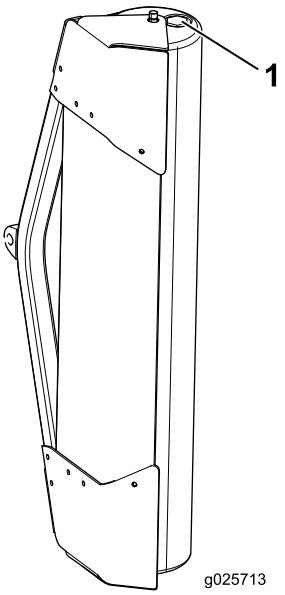

Figure 3
6. À l'aide d'un tournevis à lame plate, retirez le bouchon du rouleau traceur remorqué, versez environ 9 kg (20 lb) de sable dans le rouleau et remettez le bouchon en place (Figure 3).